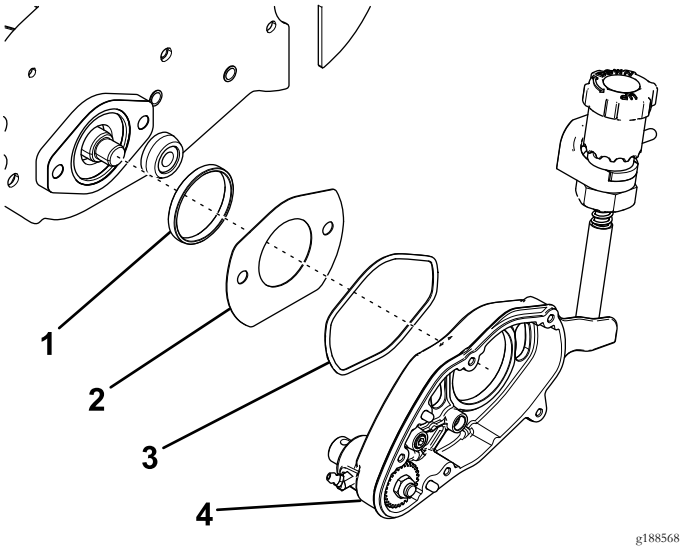

Figure 4
9. Remove the groomer housing (Figure 4).
10. Remove and discard the O-ring (Figure 4).
11. Remove the slot cover and adapter ring (Figure 4).